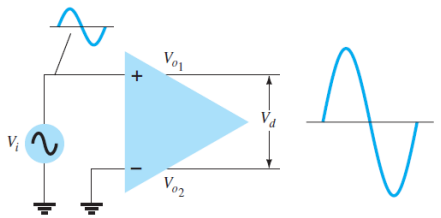

FIG. 10.6
- Figure10.6 shows the same operation with a single output measured between output terminals This difference output signal is V_{o1}-V_{o2}. The difference output is also referred to as a *floating signal* since neither output terminal is the ground (reference) terminal.